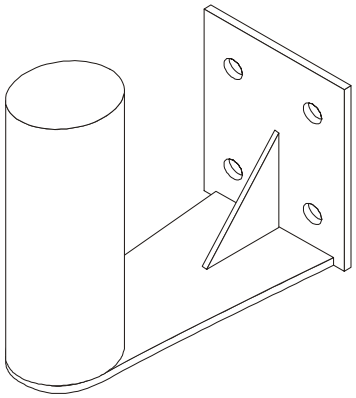

Figure B-3. Extension Arm
- One extension arm for wall installation (see *Figure B-3*)